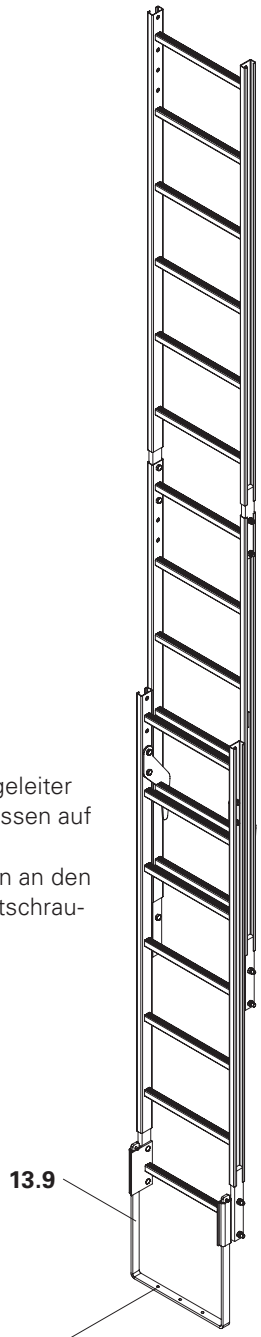

Abb. B4.03
2. Leiterfuß mit 3 Schrauben Torx TSS 6 x 40 (**57**) auf dem Bohlenbelag festschrauben (Abb. B4.03).